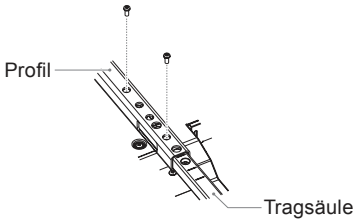

Abbildung 2
2. **Fixieren Sie die Tragsäule mit den beigelegten Schrauben im Profil. Drehen Sie die Schrauben in die beiden Schraubenbohrungen im Profil ein (Abbildung 2).**